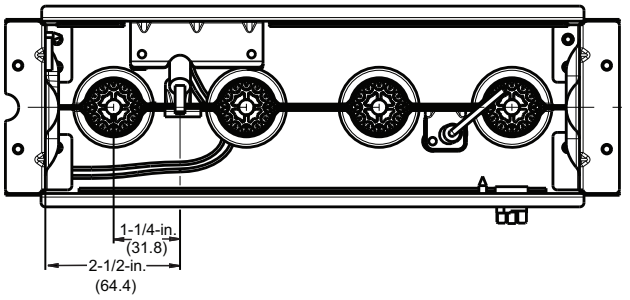

**Fig. 6 - Igniter Position - Back View**
4. Verify igniter to burner alignment. See Fig. 6 and 7.